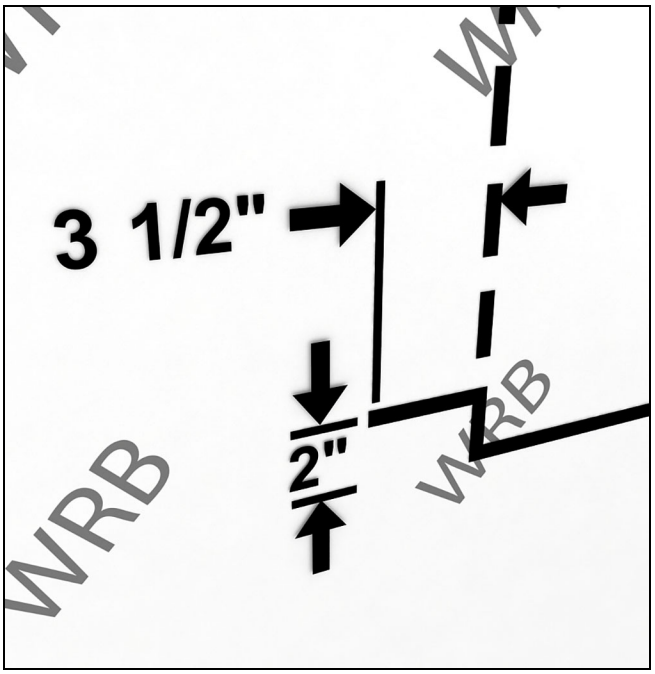

Figure 4
2. Trim up from the bottom corners about 2" (51) and then make an additional horizontal cut about 3 1/2" (89) wide. See Figure 4.